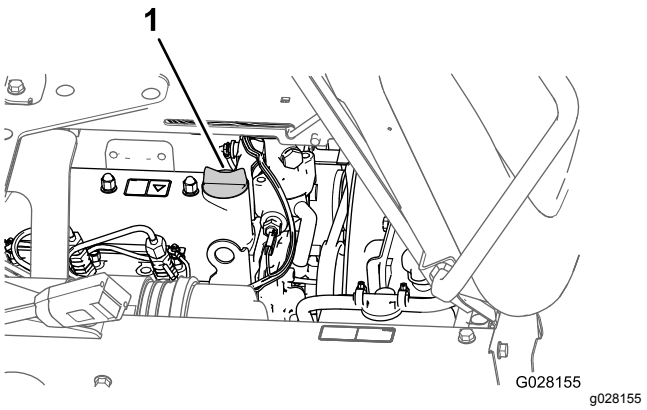

Figur 70
3. Hvis oljenivået er lavt må du fjerne påfyllingslokket fra ventildekselet (Figur 70) og helle olje i påfyllingshalsen til oljenivået når opp til Full-merket på peilestaven.